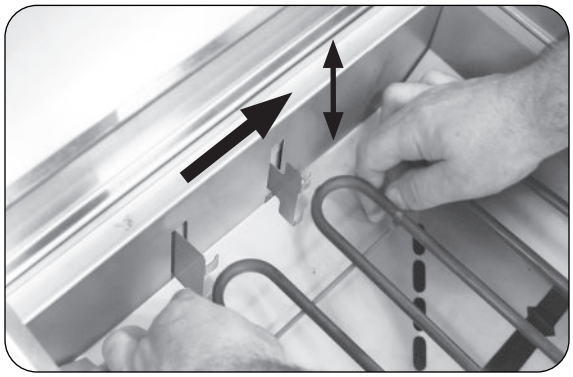

**Fig. 18-1** Adjust cooking element
2. Grasp the cool cooking element, lift upwards and apply pressure towards the right of the grill. Once it clears the tab, raise or lower it to the desired height. (See Fig. 18-1.) Be sure it securely rests in position.